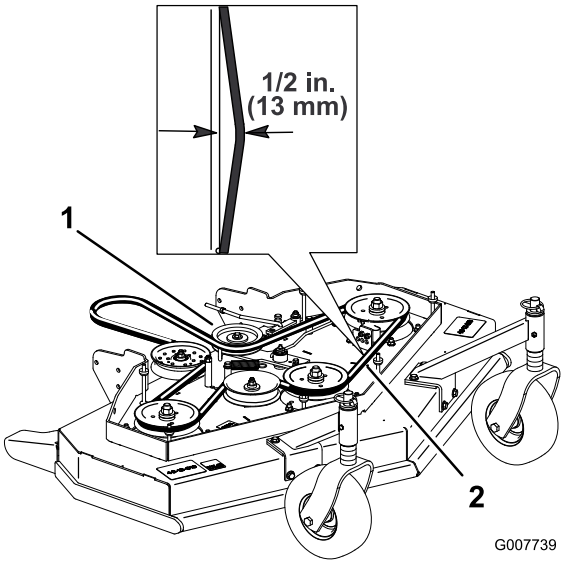

Figur 43
4. Fjern styreremskiven og den slidte drivrem (Figur 43).
Bemærk: Plæneklipperremmens korrekte spænding er 5-7 kg kraft (44-67 N) med en afbøjning af remmen på 13 mm halvvejs mellem remskiverne (Figur 43).